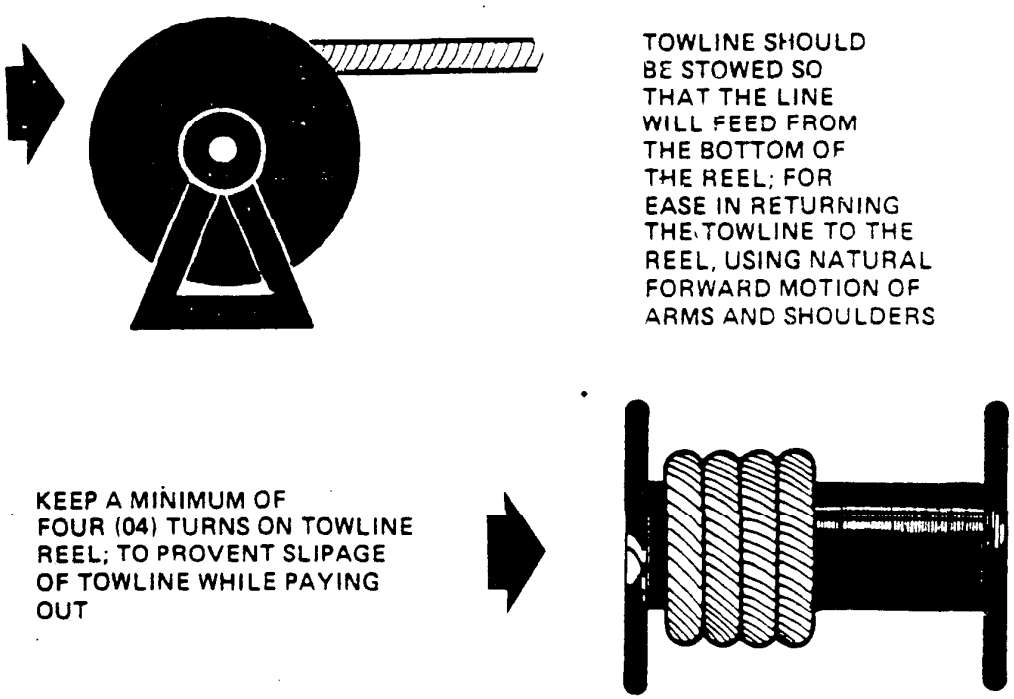

Figure 12-2 Storage of Towline
2. **The Towline.** It is probably obvious to you that the towline is the most important piece of equipment used in towing. Keep a minimum of four turns of line on the towline reel. Paying out the entire length could result in loss of both the tow and the towline (See Figure 12-2). Secure the towline to the reel with small stuff thus permitting the line to lay evenly on the reel. If it is necessary to slip the towline the bitter end can be easily released by cutting the small stuff with a knife. The boat outfit lists for the 41′ UTB and the 44′ MLB specify the following length and type of towline.